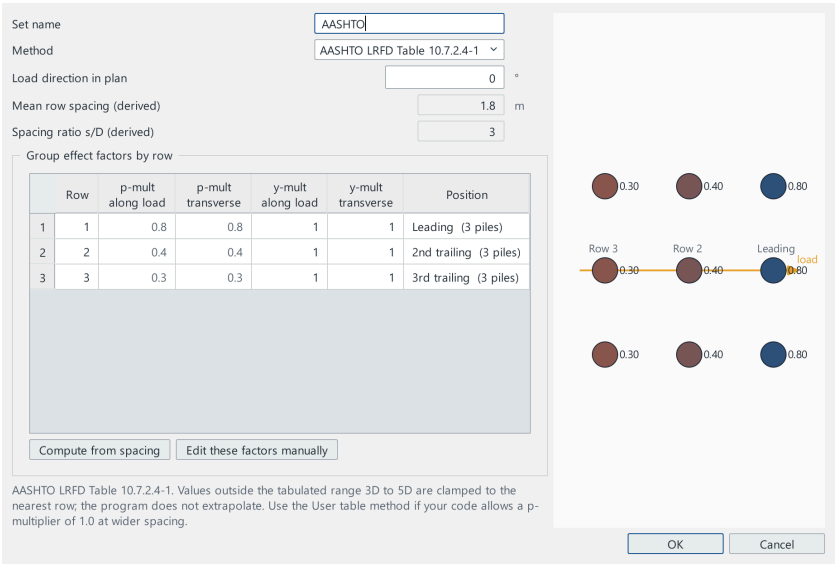

Figure 16.11 — Example 4 — the set AASHTO in Lateral Group Effect (p-y): p-multipliers computed from the spacing
3. **Define** ▸ **Soil** ▸ **Lateral Group Effect (p-y)…**, **Add New…**: name *AASHTO*, method *AASHTO LRFD Table 10.7.2.4-1*, load direction 0°; **Compute from spacing** fills the rows with 0.8, 0.4 and 0.3 for the leading, second and third rows at s/D = 3 (Figure 16.11). A second set *Close* takes the method *Closely-spaced piles*; it has no rows to fill, because its factors come from the positions of the piles.